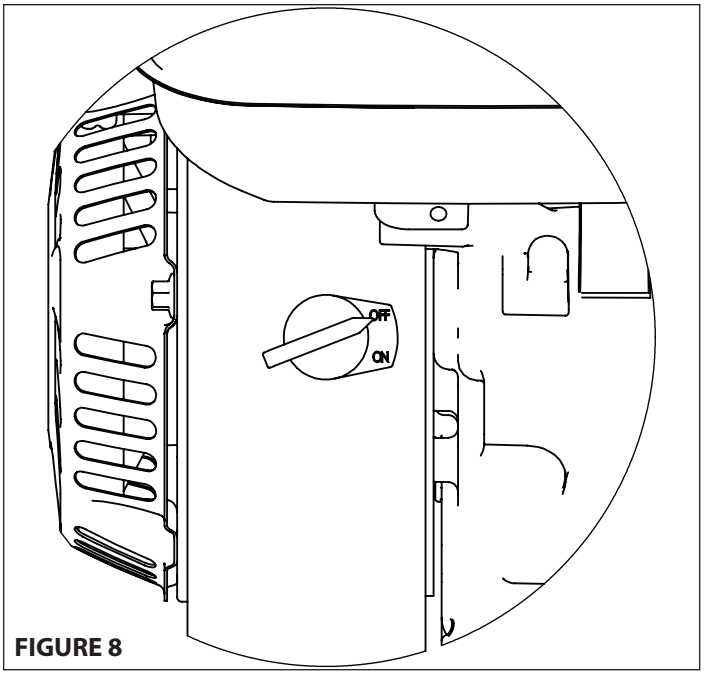

**FIGURE 8**
2. On manual-start models, turn the On/Off switch to the **OFF** position. On models with fixed throttle, move ON/OFF switch to **OFF** position. **SEE FIGURE 8**